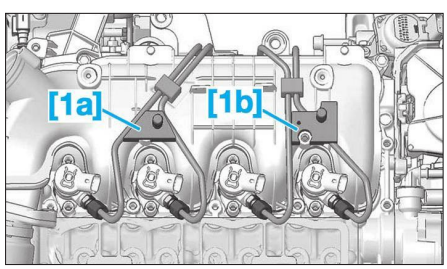

**Fig. 40**
• Ne serrer les canalisations haute pression au couple lorsque l'ensemble est en place utiliser les outils [1a] et [1b] **(Fig.40)**.
- Ne serrer les canalisations haute pression au couple lorsque l'ensemble est en place utiliser les outils [1a] et [1b] **(Fig.40)**.